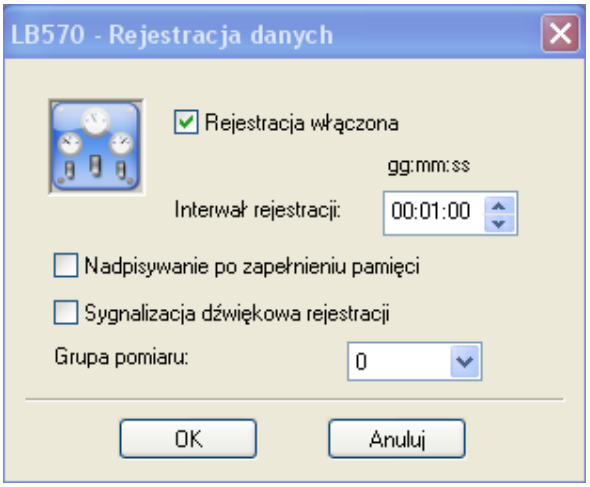

Rys. 5 Ustawienia rejestracji w programie LOGGER
- *Rejestracja* – ustawienia rejestracji (patrz Rys.5),